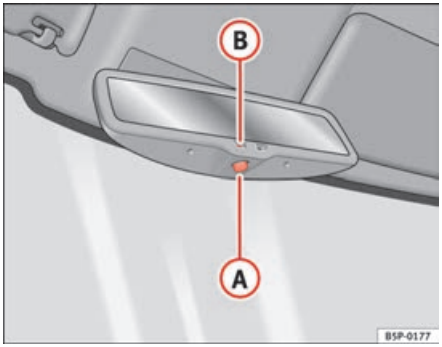

Fig. 70 Automatic anti-dazzle interior mirror.
– Press button (A) ⇒ fig. 70. Warning lamp (B) goes out:
– Press button (A) ⇒ fig. 70. Warning lamp is lit.